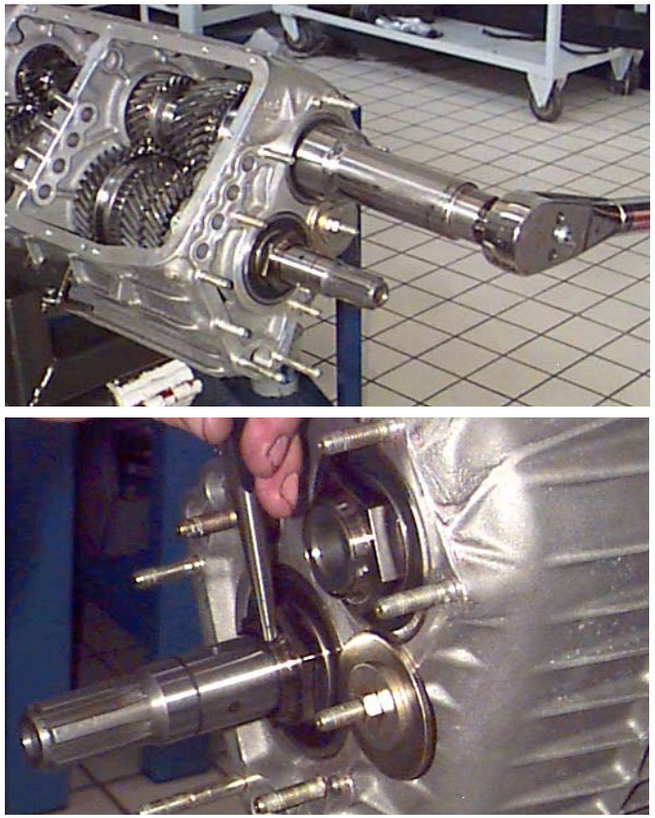

Fig.2
3. Unscrew the ring nut on the main shaft (oil pump side) using P/N 62495086 wrench (**Fig.2**).
4. Unscrew the ring nut on the countershaft (oil pump side) using P/N 62495086 wrench (**Fig.2**).